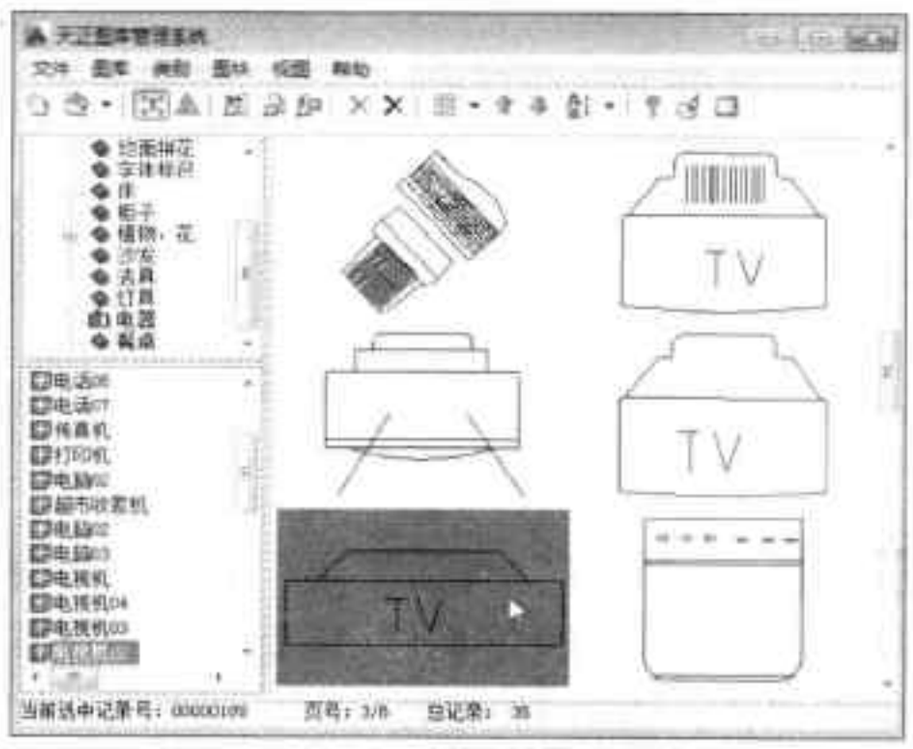

图18-8 选择电视机图块
Step 08 执行“通用图库”命令，在“天正图库管理系统”对话框中，选择好电视机图块，如图 18-8 所示。